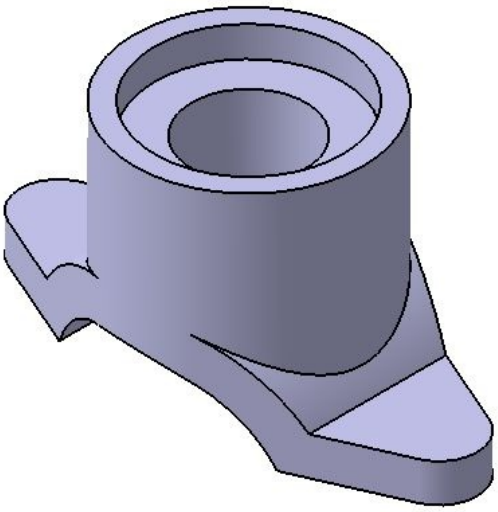

Figure 5-65 *The model after creating the fourth feature*
4. Choose the **OK** button from the **Groove Definition** dialog box. The model after creating the fourth feature is shown in Figure 5-65.